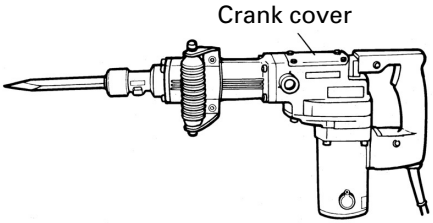

Fig. 5
(1) Remove the crank cover and wipe off the grease inside. (Fig. 5)
(2) Apply 1.1 oz (30 g) of HITACHI Electric Hammer Grease A (optional accessory, contained in tube) to the crank case.
(3) After replenishing the grease, install the crank cover securely.